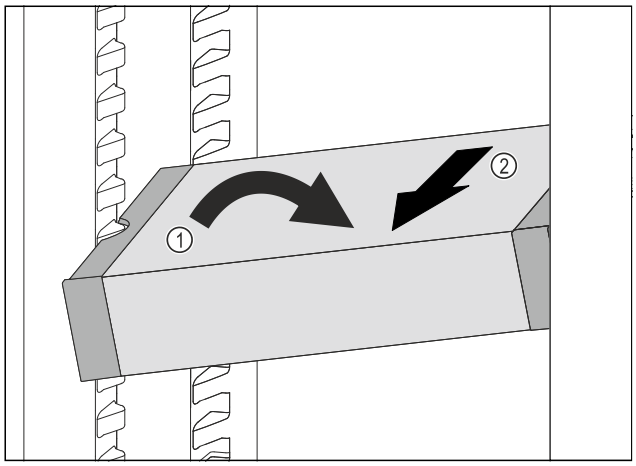

Fig. 178
▶ Set VarioSafe in refrigerator compartment at an angle. *Fig. 178 (1)*
▶ Take VarioSafe out to the front. *Fig. 178 (2)*